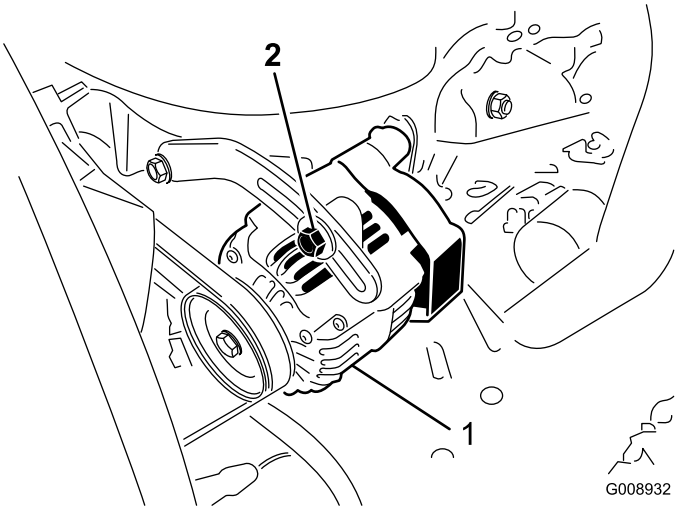

**Figur 52**
Kontrollera remmarnas tillstånd och spännkraft (Figur 52) var 100:e körtimme.
2. Om nedböjningen inte är 10 mm lossar du generatorns fästbultar (Figur 52). Öka eller minska generatorremmens spännkraft och dra åt skruvarna. Kontrollera remmens nedböjning igen för att säkerställa att spännkraften är korrekt.